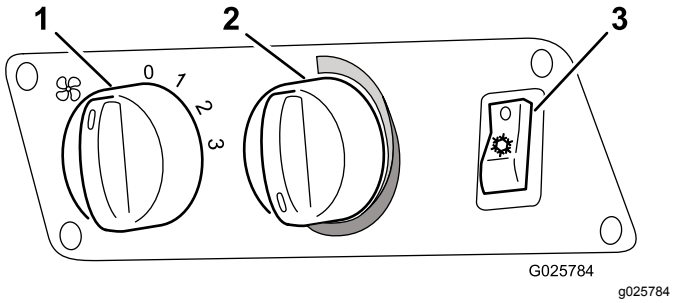

Figura 6
2. Encienda el interruptor del soplador (Figura 6).
3. Encienda el interruptor del aire acondicionado (Figura 6).
4. Ponga el controlador de temperatura (Figura 6) en frío máximo (sentido antihorario hasta el tope).